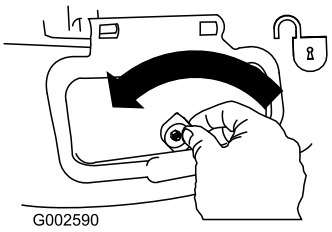

Figuur 27
1. Ontgrendel het deurtje van de zijafvoer (Figuur 27).